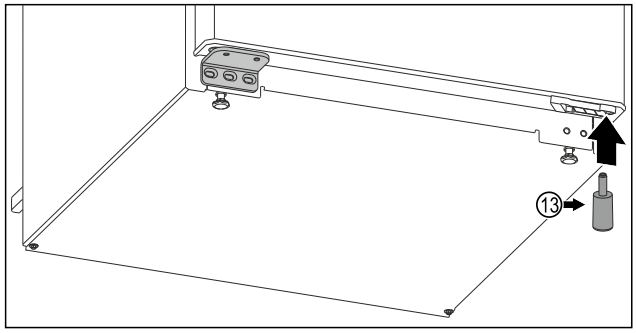

*Fig. 18 **
▶ Ievietojiet spraisli *Fig. 18 (13)* atpakaļ labajā pusē apakšā durvīs, jo tas ir svarīgi ierīces stabilitātei.*